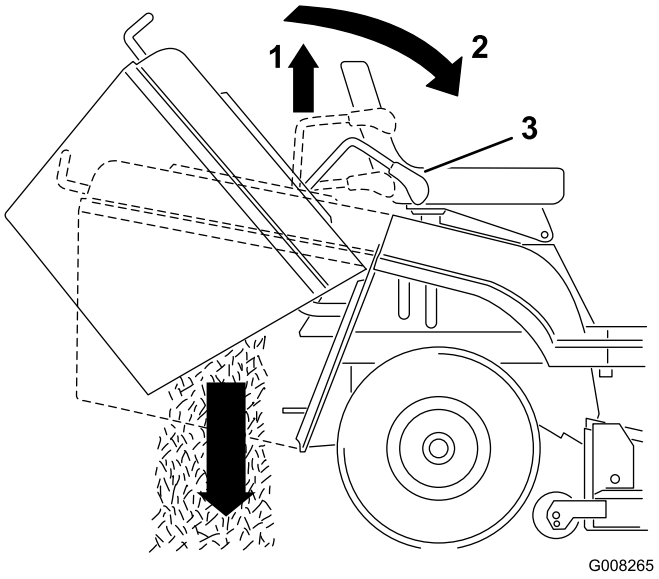

Figur 18
2. Træk det teleskopiske tippehåndtag ud, og skub det fremad og ned for at tømme græsopsamleren (Figur 18).